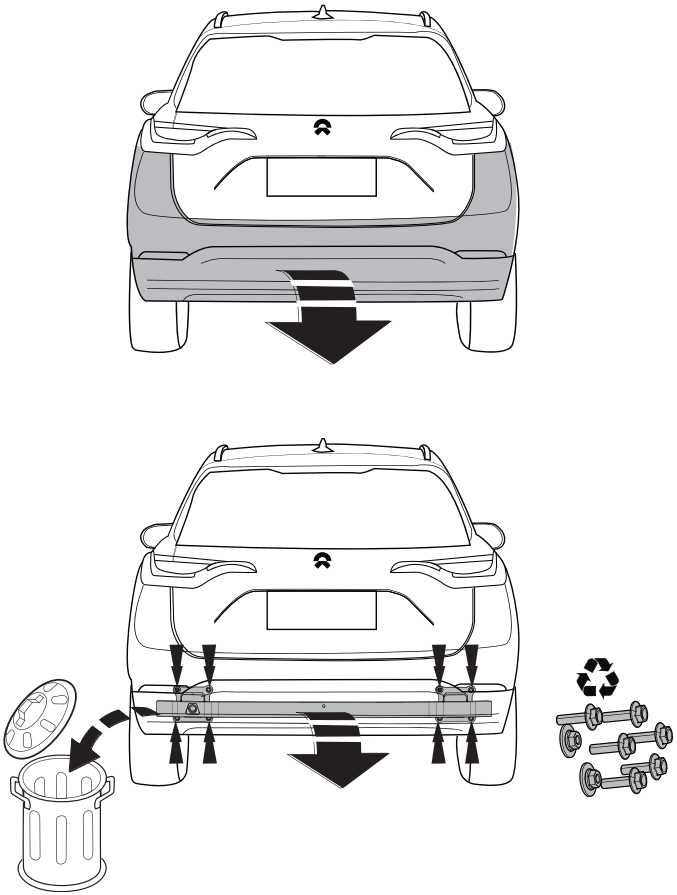

Fig. 1
3. Снять бампер вместе со буферным брусом автомобиля. Буферный брус больше не понадобится. Поставить болты и гайки на место. См. рисунок 1.